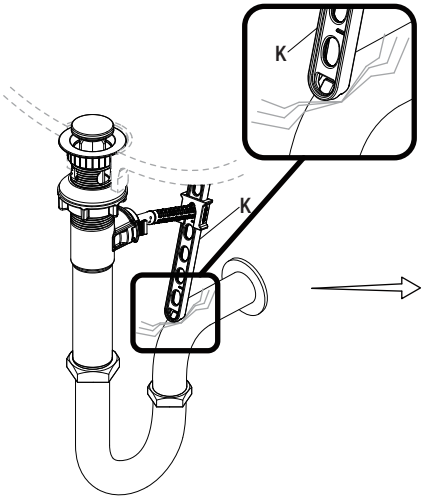

Fig. 1
- Si la presilla de la varilla de elevación (K) interfiere con tu instalación, como se muestra en la Fig. 1, la presilla de la varilla de elevación (K) puede recortarse.